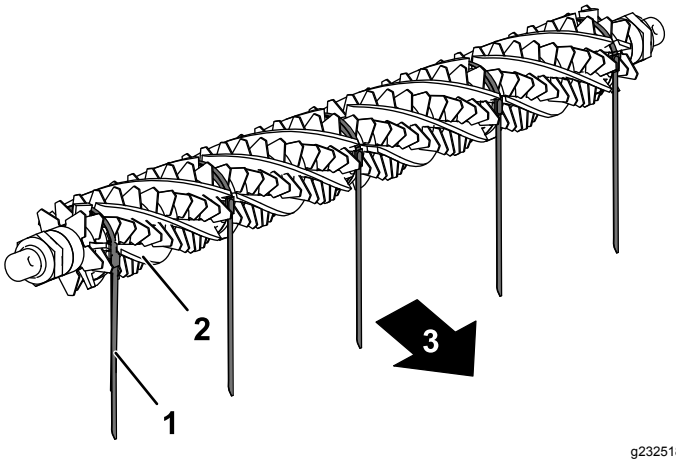

Figuur 17
3. Van een zijkant van de groomerkooi: schuif een borstel in elke groef, over de volle lengte van de kooi (Figuur 17).
Belangrijk: **U moet de banden in de hoofd-draairichting wikkelen rond de groomermessen en borstelset. Figuur 17 toont de banden gemonteerd voor de voorwaartse draairichting.**